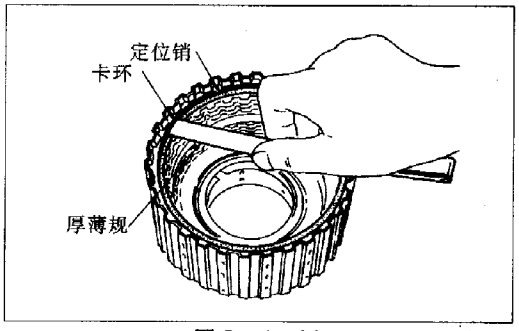

图 5-4-92
b. 见图 5-4-92,测量前进档离合器保持盘与卡环的间隙。